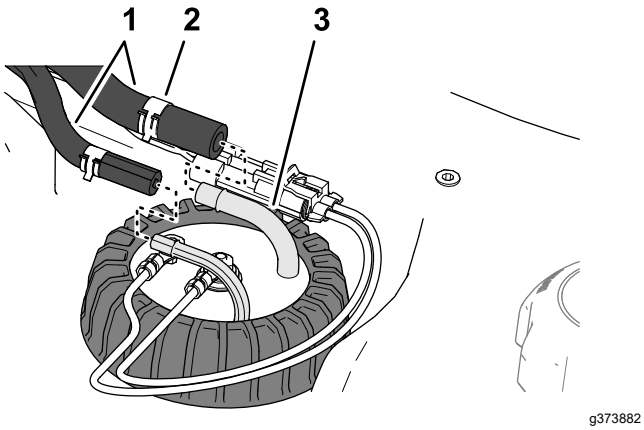

Figuur 94
5. Monteer de slang op de fittings van de brandstofsensor en bevestig de slangen met de klemmen aan de fittings (Figuur 94).